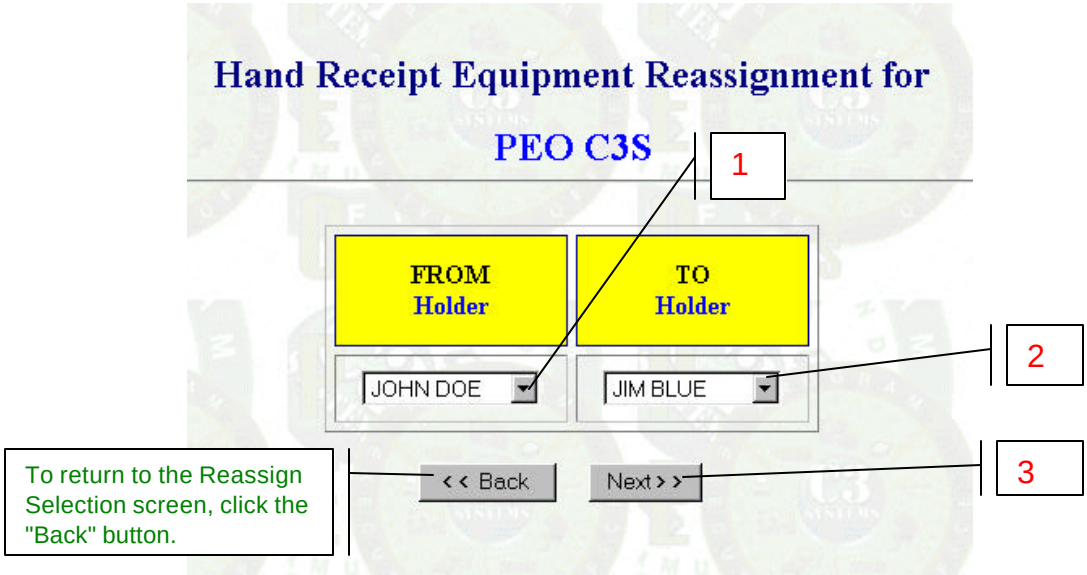
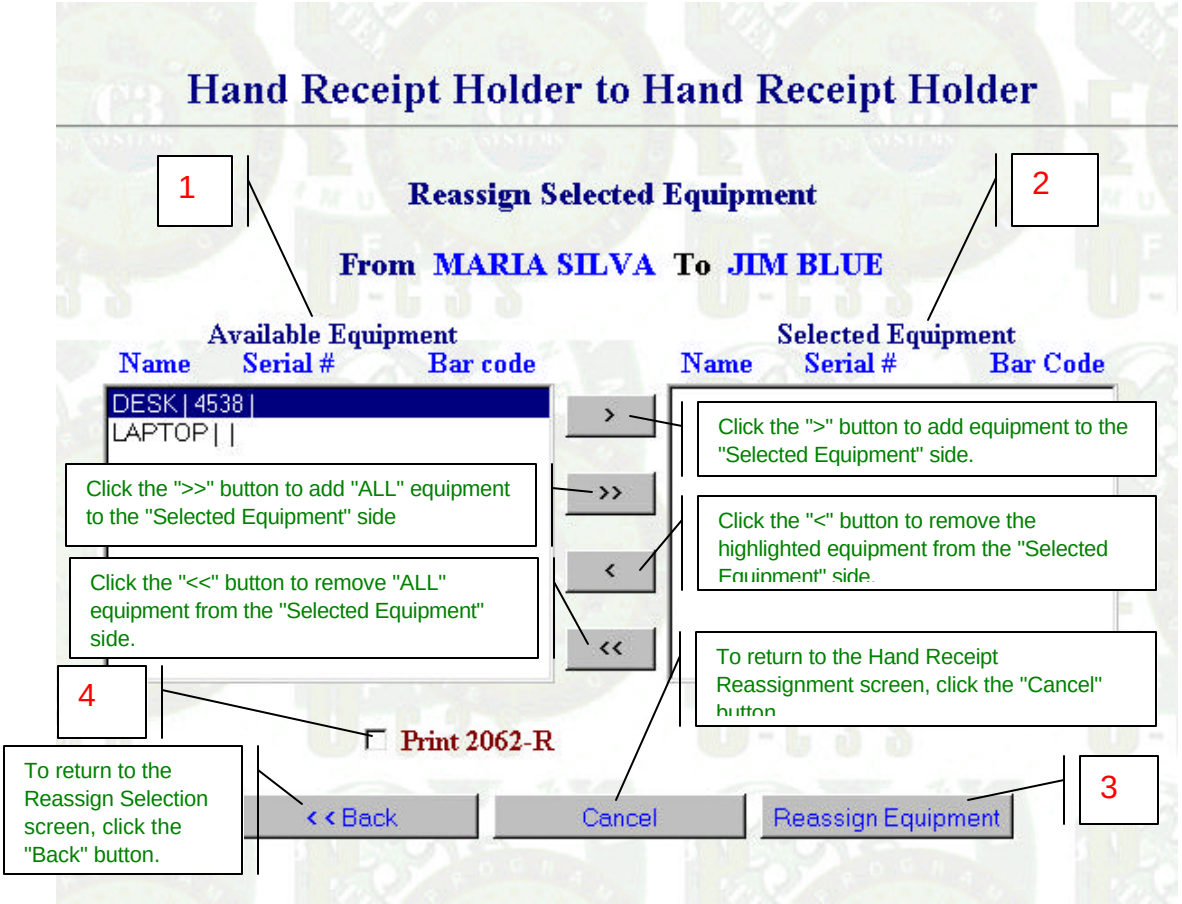

Figure 3-19. Hand Receipt Reassignment Screen (Reassign_HH.asp).
Figure 3-20. HRH to HRH Reassign Equipment Screen (ReassignMovr.asp).
d. Click the Next >> button (1) and the Hand Receipt Reassignment Screen (Figure 3-19) will appear.
g. Click the FROM Holder drop-down arrow (1, Figure 3-19), and highlight the Hand Receipt Holder that the equipment need to be reassigned from.
h. Click the TO Holder drop-down arrow (2), and highlight the Hand Receipt Holder that the equipment need to be reassigned to.
i. Click the Next >> button (3) and the Hand Receipt Holder to Hand Receipt Holder Reassign Selected Equipment" screen (Figure 3-20) will appear.
k. To print a copy of the reassign equipment on Department Of The Army (DA) Form 2062-R (Hand Receipt/Annex Number), click in the "Print 2062-R" square (4, Figure 3-20), and a copy of the 2062-R (Figure 3-22) will appear.